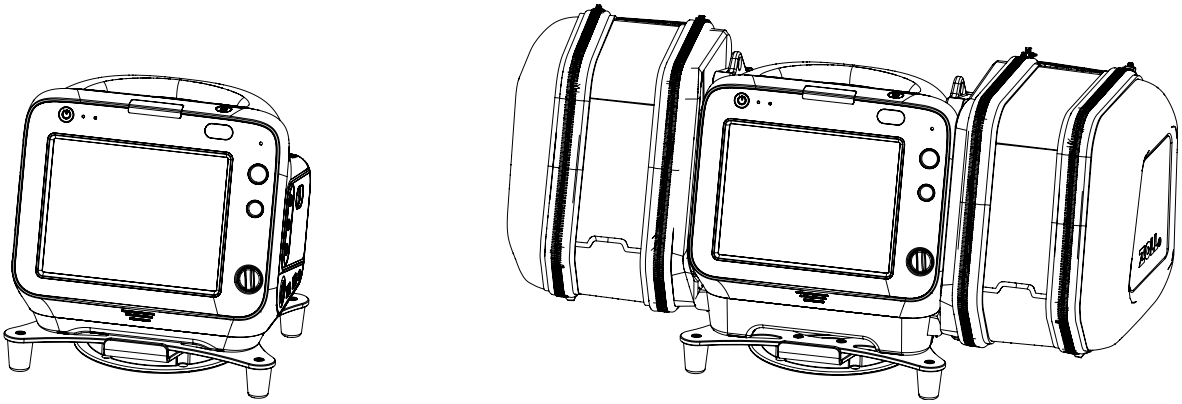

Figure 15: ZOLL Zenix monitor/defibrillator installed on the Bracket Pro Serie 27 – FL
7. Flip the medical device upright (Figure 15 A and Figure 15 B). Refer to the user documentation of the medical device if needed.